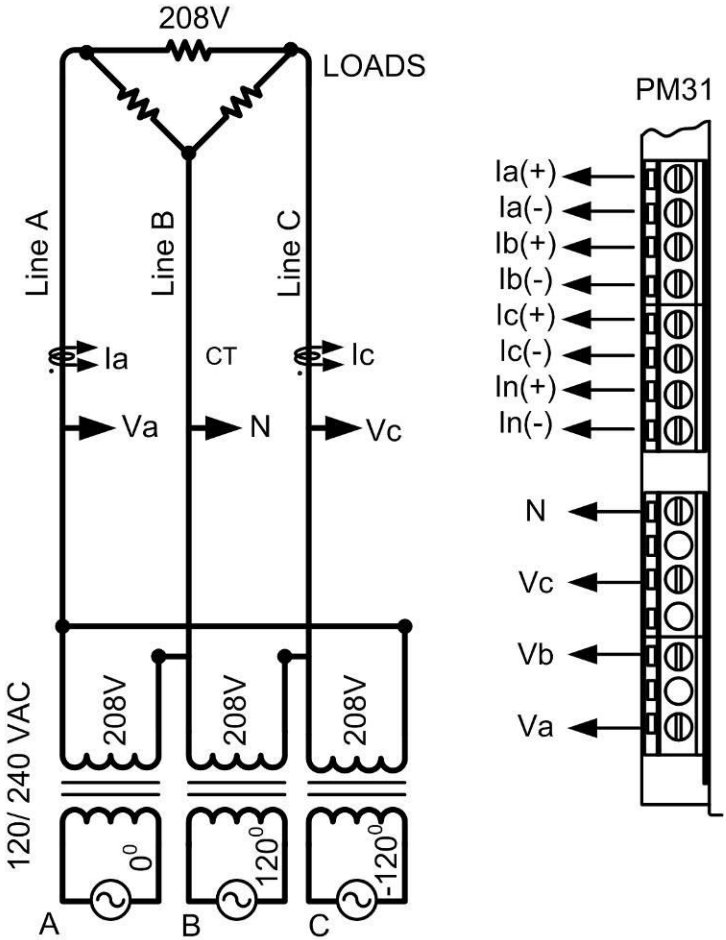

Figure 4. 3 Wire Ungrounded Delta (5S/ 13S) Wiring Diagram
The current measurement section of the meter has four pairs of inputs, a pair for each phase (A, B, C) plus an optional one for the neutral (Fig. 4). The low sides of the input leads are connected to circuit ground (Neutral) within the meter. Each input should be connected to a Current Transformer (CT) (with built in burden) which is isolated from the others. Use only CTs with voltage output (i.e, with built in burden such that voltage output does not exceed 350mV RMS). For existing current output CTs, use the voltage output CT to measure the current at the output of the current output CT. This process might require calibration. The three voltage inputs (Va, Vb, Vc) are referred to a common ground within the meter which is also the neutral N. The phase of the voltage sources are 120º apart (A:0 º, B:+120 º, C:+240º or -120º).